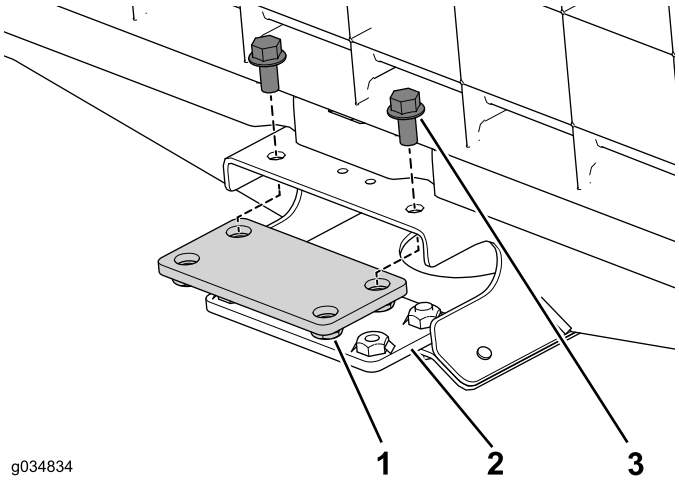

Figure 21
1. Use the 4 flange bolts (3/8 x 3/4 inch) to loosely install the top and bottom connection plates to the center channel on the front section (Figure 21).